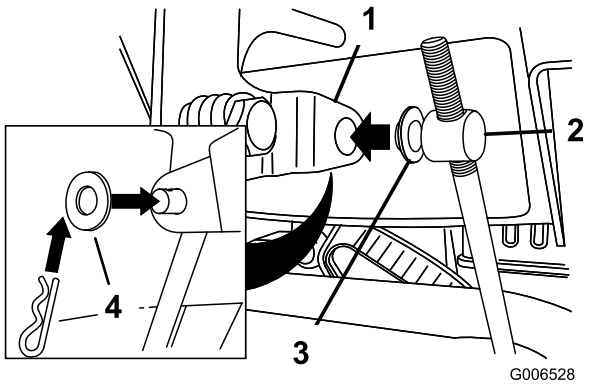

Figur 5
3. Placera en planbricka på skruvleden (Figur 5).
6. Lyft upp hastighetskontrollstången och för in skruvleden i hålet i växelväljarspaken (Figur 5).
B. Koppla bort skruvleden från växelväljarspaken (Figur 5).
C. Vrid skruvleden nedåt (medsols) på hastighetskontrollstången (Figur 5).
D. Anslut skruvleden till växelväljarspaken (Figur 5).